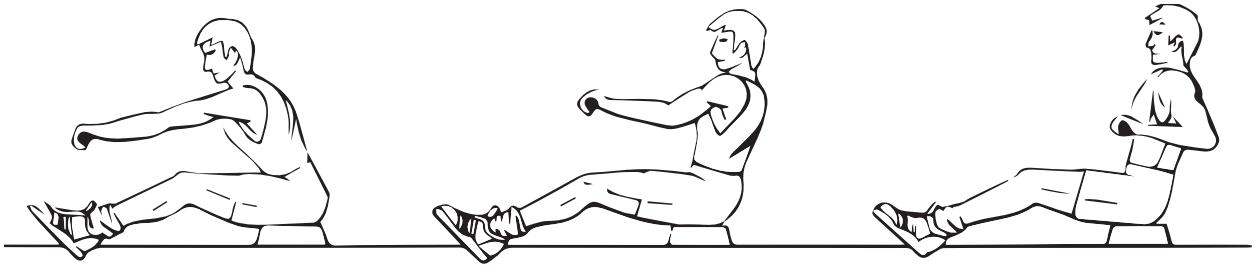

Fig. 4 Fig. 5 Fig. 6
- Sit as shown in Fig 4 with your legs straight, lean forward and grasp the handle.